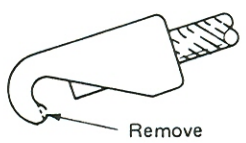

Figure 2
a. Use a grinder to remove part of hook as shown (Figure 2).